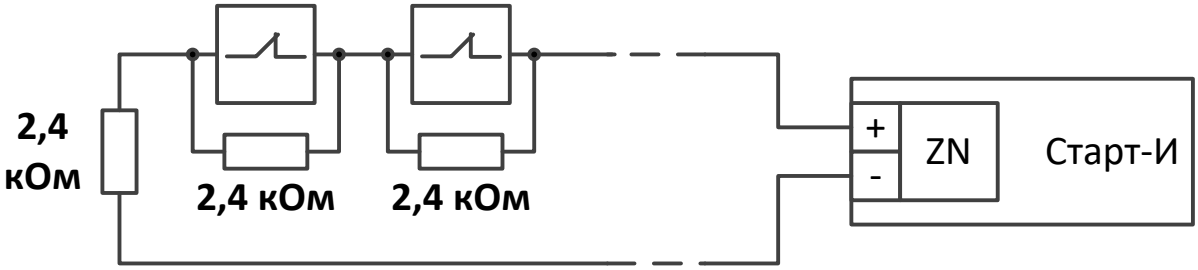

Рис. 18
- Схема подключения нормально замкнутых пожарных извещателей с выходом типа "сухой контакт" (тип ШС – пожарный тепловой) представлена на рис. 18.